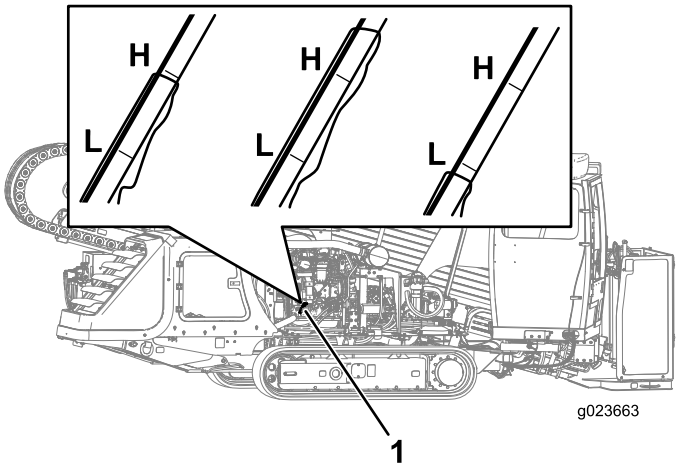

Figure 121
3. Remove the dipstick (Figure 121), and wipe it clean.